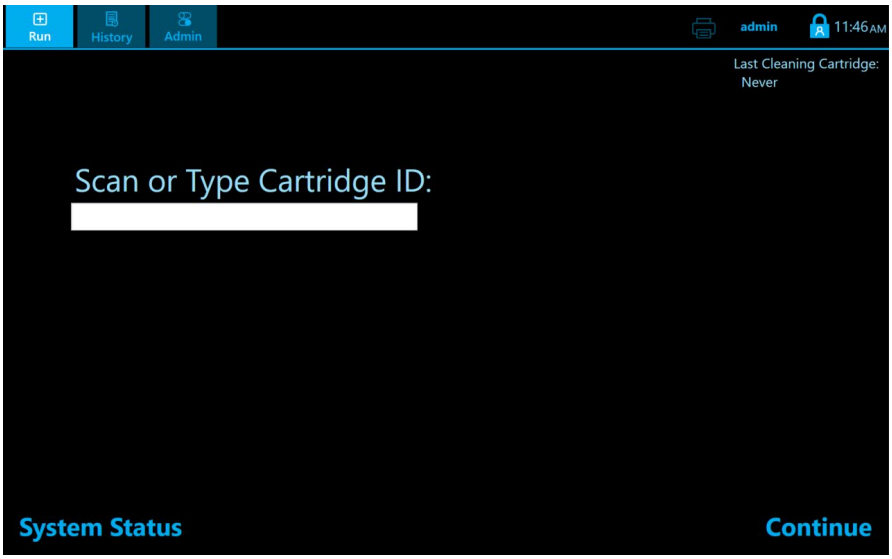

Figure 11. Enter Cartridge ID Screen
1. Scan or type in the Cartridge ID on the label affixed to the cartridge (Figure 11) If typed, transcribe the digits under the barcode on the cartridge label and press “Continue”.